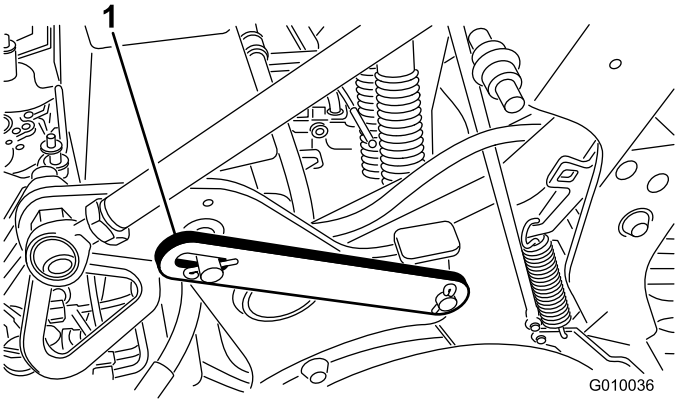

**Figur 20**
2. Fjern klemmeringen, der fastholder servicelåsen i opbevaringspositionen (Figur 20).